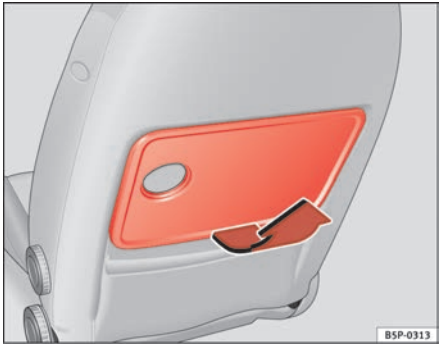

Fig. 103 Folding table of front left seat
– To open the table, open it up in the direction of the arrow ⇒ fig. 103.